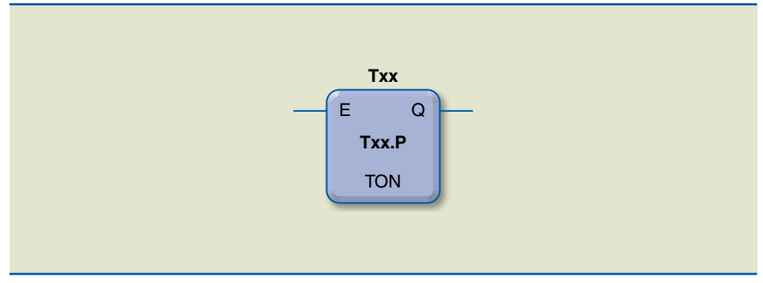

Figura 5.47
Esse tipo de temporizador (figura 5.47) causa retardo na energização de sua saída. Para isso, ele inicia a contagem do tempo a partir do instante em que a entrada *enable* (E) é habilitada, passando do nível lógico "0" para o "1". Quando o valor atual do temporizador (Txx.V) se igualar ao tempo do *preset* (Txx.P), a saída do temporizador será acionada, passando do nível lógico "0" para o "1". Se, a qualquer instante, a entrada *enable* (E) for desabilitada, passando do nível lógico "1" para o "0", o valor atual do temporizador (Txx.V) será zerado e sua saída (Q) será desabilitada, retornando ao estado inicial, ou seja, nível lógico "0".